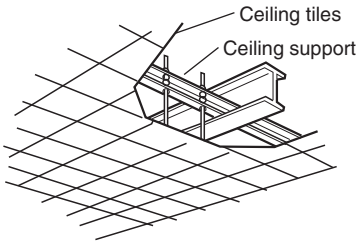

Fig. 2-118
- Use existing ceiling supports or construct a suitable support (Fig. 2-118).